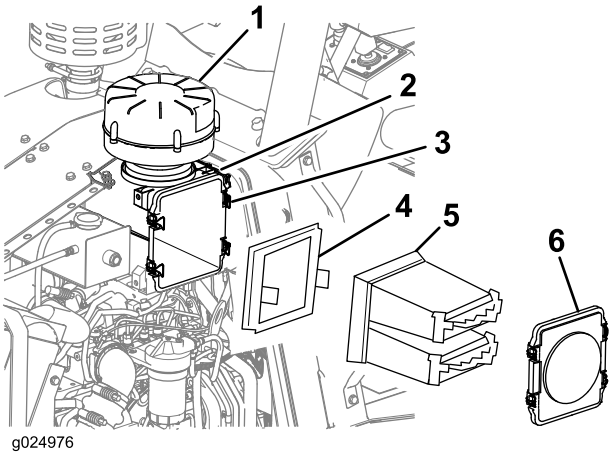

Figura 69
2. Destrave as 4 presilhas que sustentam a tampa do filtro de ar e remova a tampa (Figura 69).
3. Remova os elementos filtrantes primário e secundário do corpo do filtro de ar (Figura 69).
4. Com um pano limpo e úmido, limpe o interior do corpo do filtro (Figura 69).
10. Prenda a tampa do filtro de ar no corpo do filtro de ar com as 4 presilhas (Figura 69).